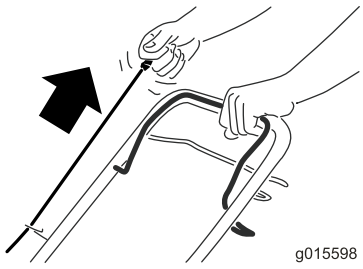

Figuur 17
2. Trek aan de handgreep van het startkoord (Figuur 17)